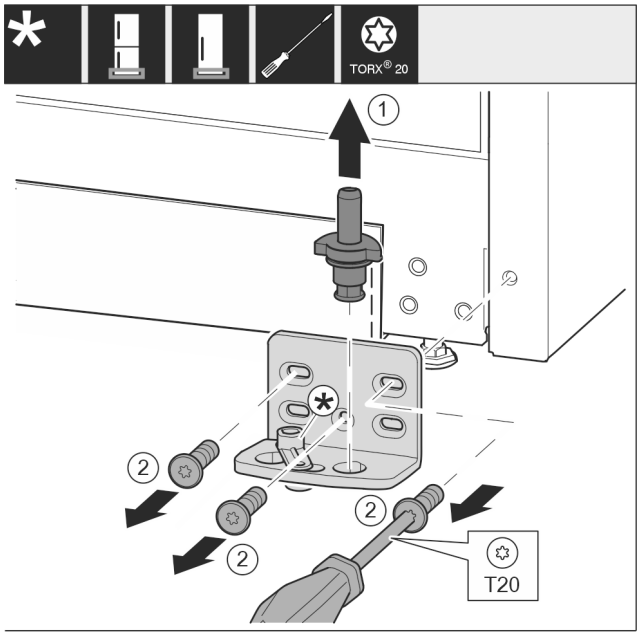

Fig. 18
- ▶ Lagerbolzen *Fig. 18 (1)* komplett nach oben herausziehen.
- ▶ Schrauben *Fig. 18 (2)* mit Schraubendreher herausdrehen und Lagerbock abnehmen.